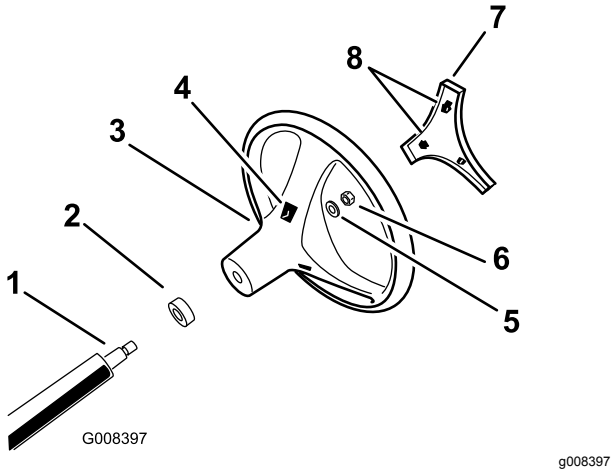

Figura 3
4. Fissate il volante al piantone con il dado di bloccaggio e serrate il dado di bloccaggio tra 24 e 29 N·m, come illustrato nella Figura 3.
5. Allineate le linguette della copertura alle fessure nel volante e fate scattare la copertura sul mozzo del volante (Figura 3).